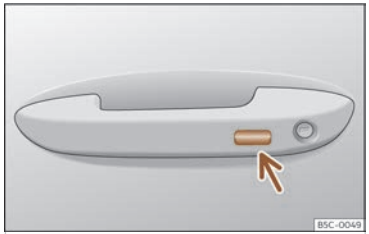

Fig. 90 Poignée de la porte : surface sensible.
- **OU :** à l'aide du système Keyless Access (verrouillage uniquement) : Appuyez un doigt pendant quelques secondes sur la surface sensible de verrouillage ››› **fig. 90** (flèche) de la poignée de porte jusqu'à ce que les vitres et le toit ouvrant se ferment. Si vous cessez de toucher la surface sensible, la fonction d'ouverture/fermeture s'interrompt.
Appuyez un doigt pendant quelques secondes sur la surface sensible de verrouillage ››› **fig. 90** (flèche) de la poignée de porte jusqu'à ce que le toit ouvrant se ferme. Si vous cessez de toucher la surface sensible, la fonction d'ouverture/fermeture s'interrompt.